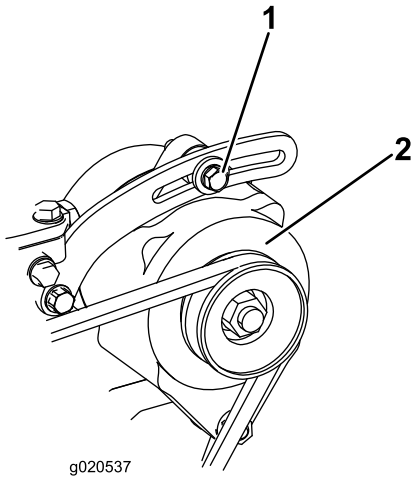

Figur 89
1. Hvis du ikke kan trykke den ned 10 mm, løsner du monteringsboltene for generatoren (Figur 89).